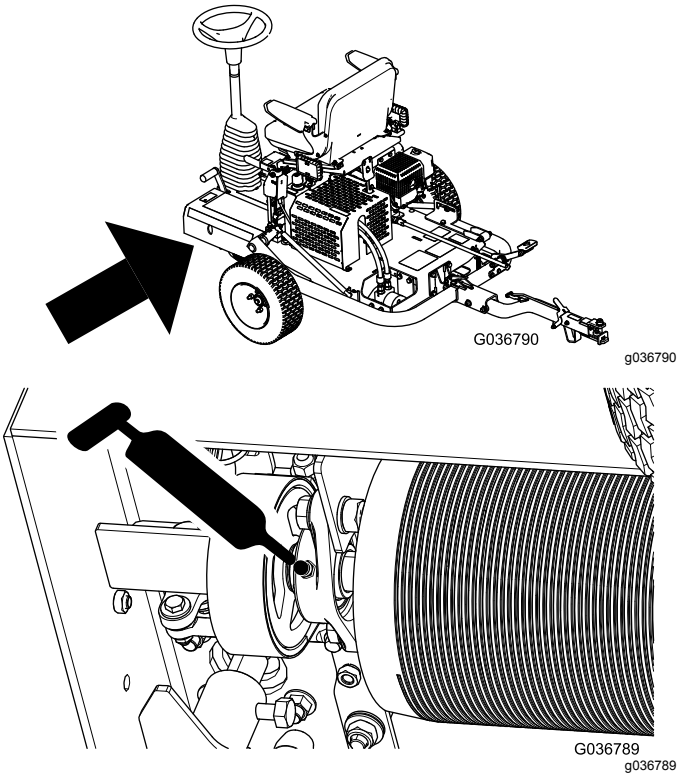

Rysunek 25
3. Wtłaczaj smar przez smarowniczkę w sposób przedstawiony na Rysunek 25.